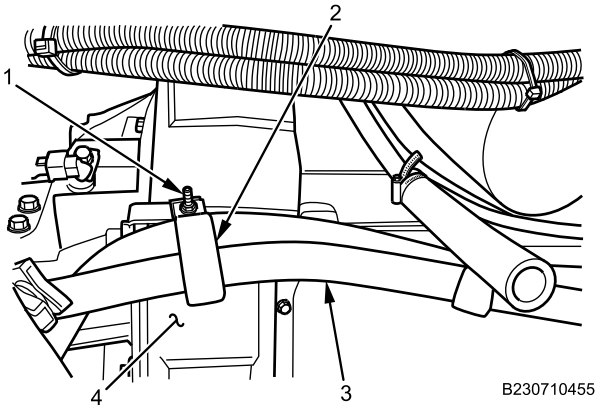

Figure 8. Flywheel Housing Retainer.
7. Install transmission cooler hose (Figure 8, Item 3), bracket (Figure 8, Item 2), and nut (Figure 8, Item 1) on flywheel housing (Figure 8, Item 4).